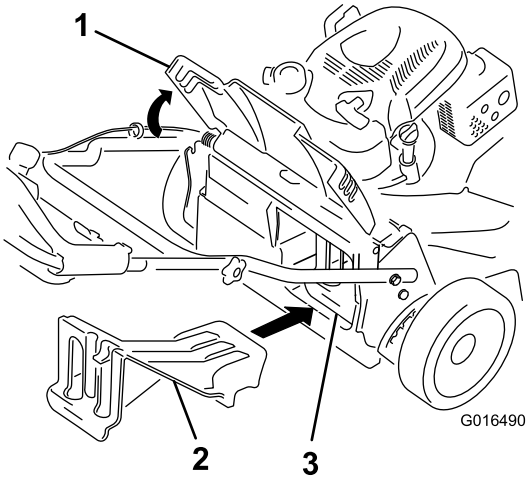

Figuur 25
- Als de afsluiter van de achteruitworp niet aan de machine is bevestigd, neem deze dan vast bij de handgreep, til de klep aan de achterzijde op, en steek de afsluiter in het achteruitwerpkanaal tot de vergrendeling op zijn plaats valt; zie Figuur 25.
Belangrijk: **Controleer of de afsluiter van de achterafvoer is gemonteerd alvorens het maaisel te recyclen (Figuur 25).**